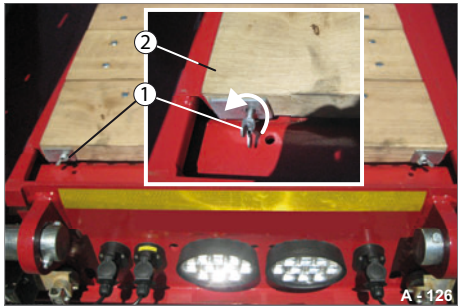

Abb. 118 Baggerstiel-Mulde verschlossen
▶ Schrauben Sie beide Flügel-Schrauben (Abb. 118/1) ab.